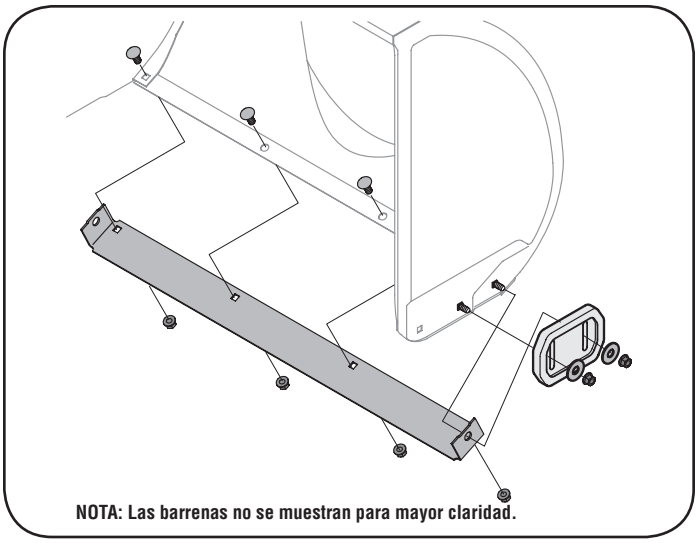

Figura 17
Consulte la figura 17.
2. Monte la placa de raspado nueva, asegurándose de que las cabezas de los pernos de carro se encuentren del lado interior de la caja. Ajuste bien. Consulte la figura 17.